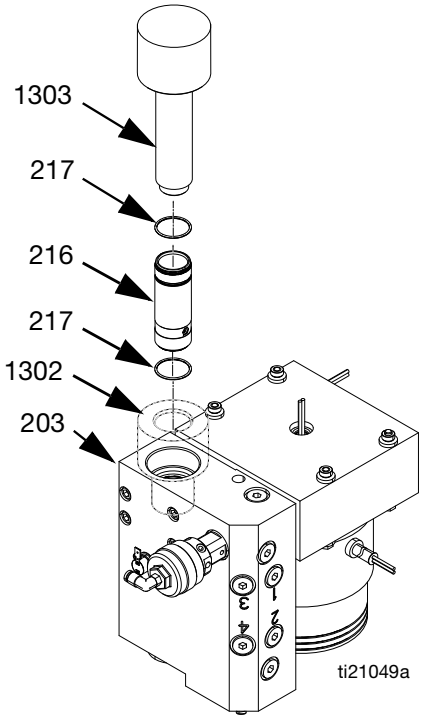

**FIG. 36**
2. Place female cylinder installation tool (1302) into melter outlet manifold (203) to protect seals from sharp threads. See FIG. 36.
3. Use male cylinder installation tool (1303) to press cylinder (216) into melter outlet manifold (203). If necessary, use rubber mallet tap into place. See FIG. 36.